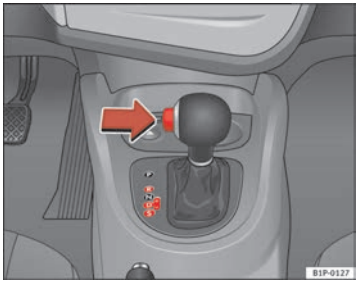

Fig. 127 Driving
– Press the button on the selector lever knob (on the left) ⇒ page 167, fig. 127.